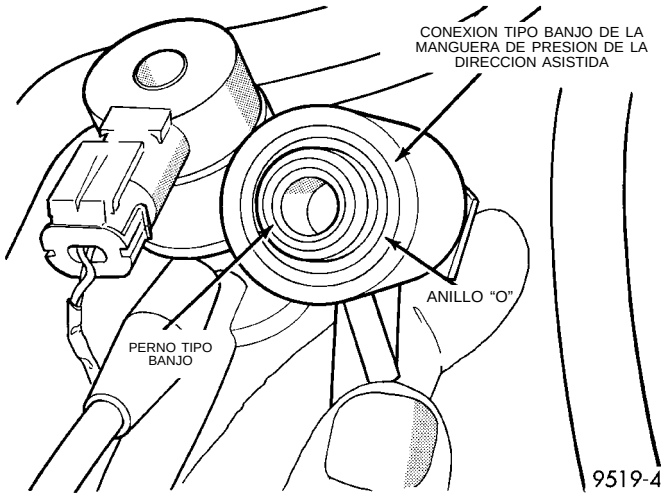

Fig. 13 Anillo “O” en la conexión tipo Banjo de la manguera de la dirección asistida
(3) Instale un anillo “O” nuevo en la conexión tipo Banjo de la manguera de presión de la dirección asistida (Fig. 13).